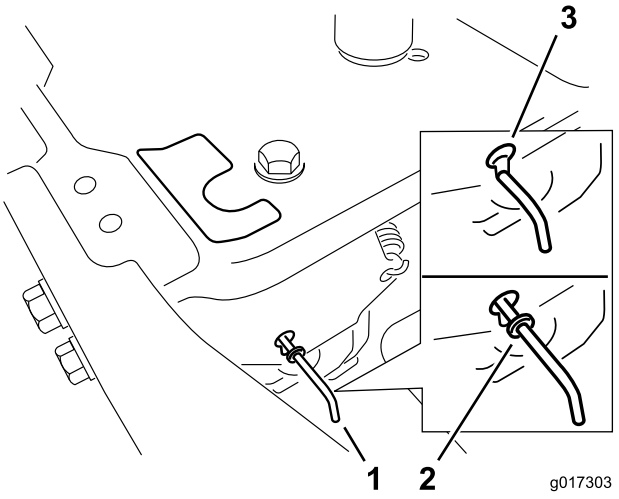

Figur 25
4. Flyt omløbshåndtagene fremad gennem nøglehullet og nedad for at låse dem på plads (Figur 25).
Flyt omløbshåndtagene bagud gennem nøglehullet og nedad for at låse dem på plads, som vist i Figur 25.